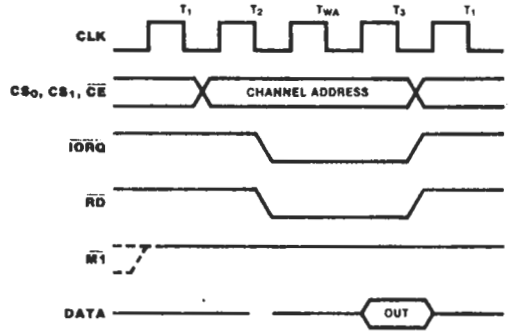

**Figure 9. Read Cycle Timing**
**Read Cycle Timing.** Figure 9 shows read cycle timing. This cycle reads the contents of a down-counter without disturbing the count. During clock cycle $T_2$, the Z-80 CPU initiates a read cycle by driving the following inputs Low: $\overline{RD}$, $\overline{IORQ}$, and $\overline{CE}$. A 2-bit binary code at inputs $CS_1$ and $CS_0$ selects the channel to be read. $\overline{M1}$ must be High to distinguish this cycle from an interrupt acknowledge. No additional wait states are allowed.